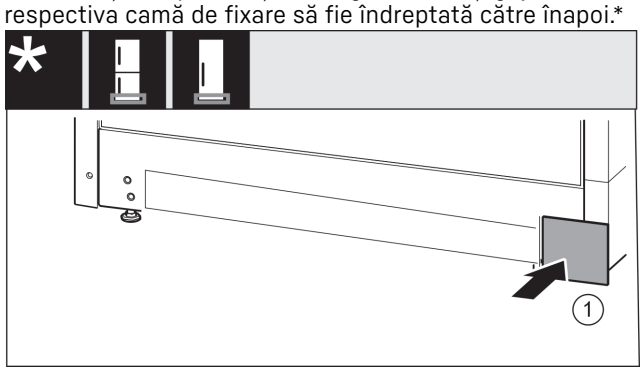

Fig. 23
- ▶ Așezați capacul *Fig. 23 (1)* din nou pe cealaltă parte.